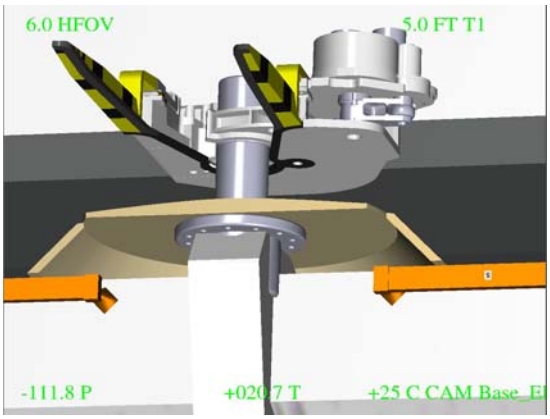

Figure 3. - View of Port Aft PRLA
Adjust SSRMS Base Elbow Camera pan/tilt/zoom/focus settings until port aft PRLA is centered in the view (see figure 3).
*    trunnion capture.  Figure 3 shows proper claw position during closure.